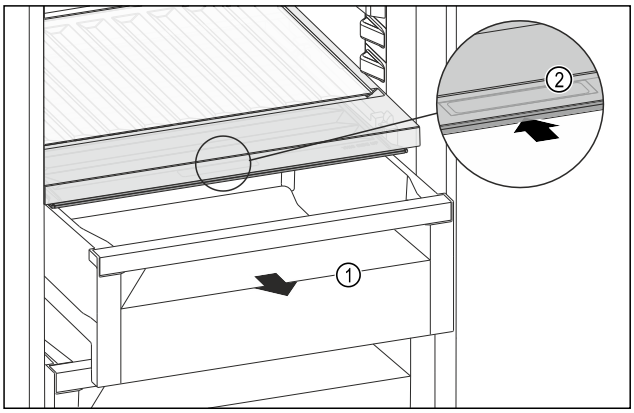

Fig. 224
▶ Extrageți sertarul *Fig. 224 (1)*.
▶ Prindeți mânerul încastrat *Fig. 224 (2)* de la capacul compartimentului și glisați concomitent capacul compartimentului spre partea posterioară.